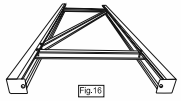

Fig.16
Once all above installation steps are completed, fully tighten the screws on all corners with the included Hex Key (11) (Fig.16).